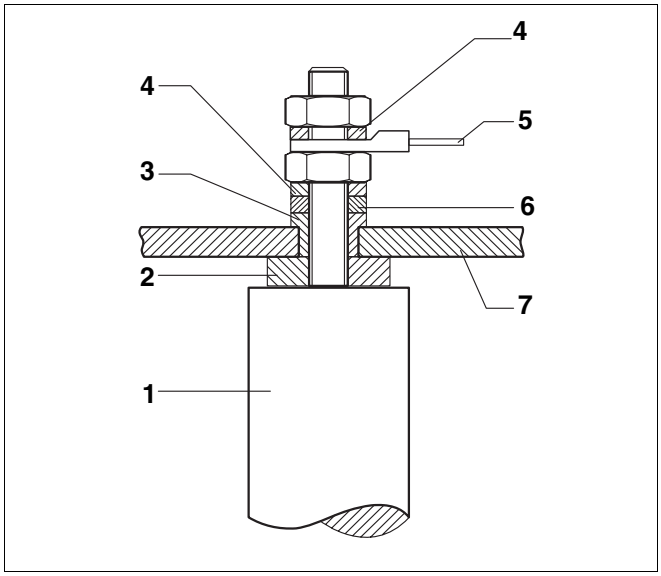

Fig. 10 Montarea anodului de magneziu
- Se deşurubează şuruburile cu cap hexagonal aflate pe capacul gurii de vizitare, se scoate capacul împreună cu anodul de magneziu şi se verifică gradul de uzură al anodului de magneziu (fig. 10).
- Se reface etanşarea anodului de magneziu (fig. 10).